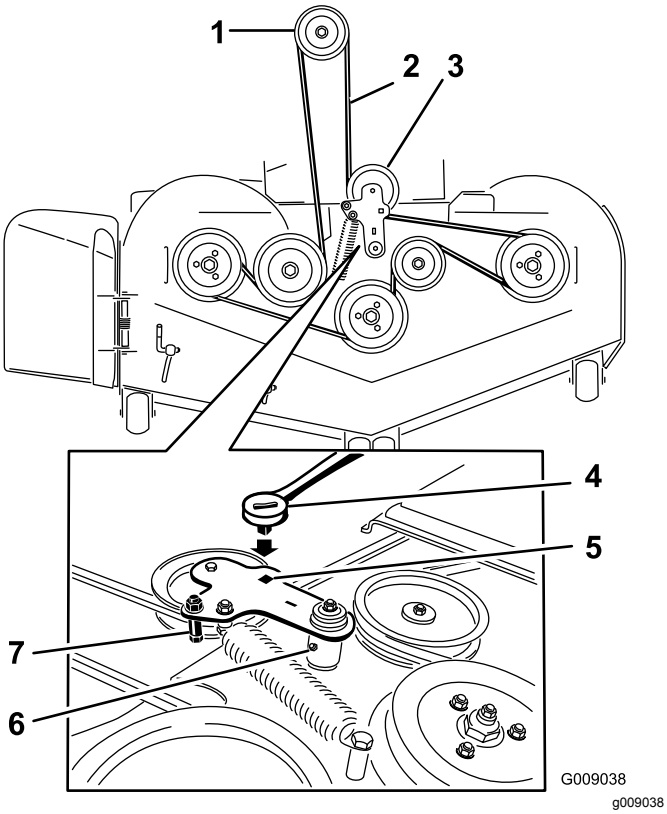
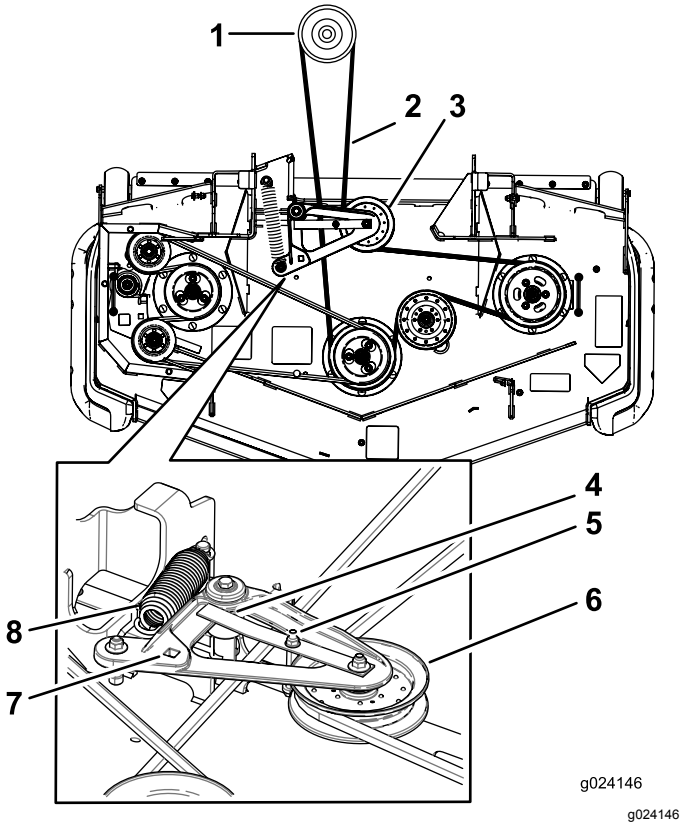

Figure 119
Figure 120
5. Soulevez le plancher et insérez un rochet dans le trou carré de la poulie de tension du plateau (Figure 119 ou Figure 120).
6. Tournez la poulie de tension du plateau de coupe dans le sens horaire, tirez sur la patte du guide-courroie (machines à éjection arrière uniquement) et déposez la courroie du plateau de coupe (Figure 119 ou Figure 120).